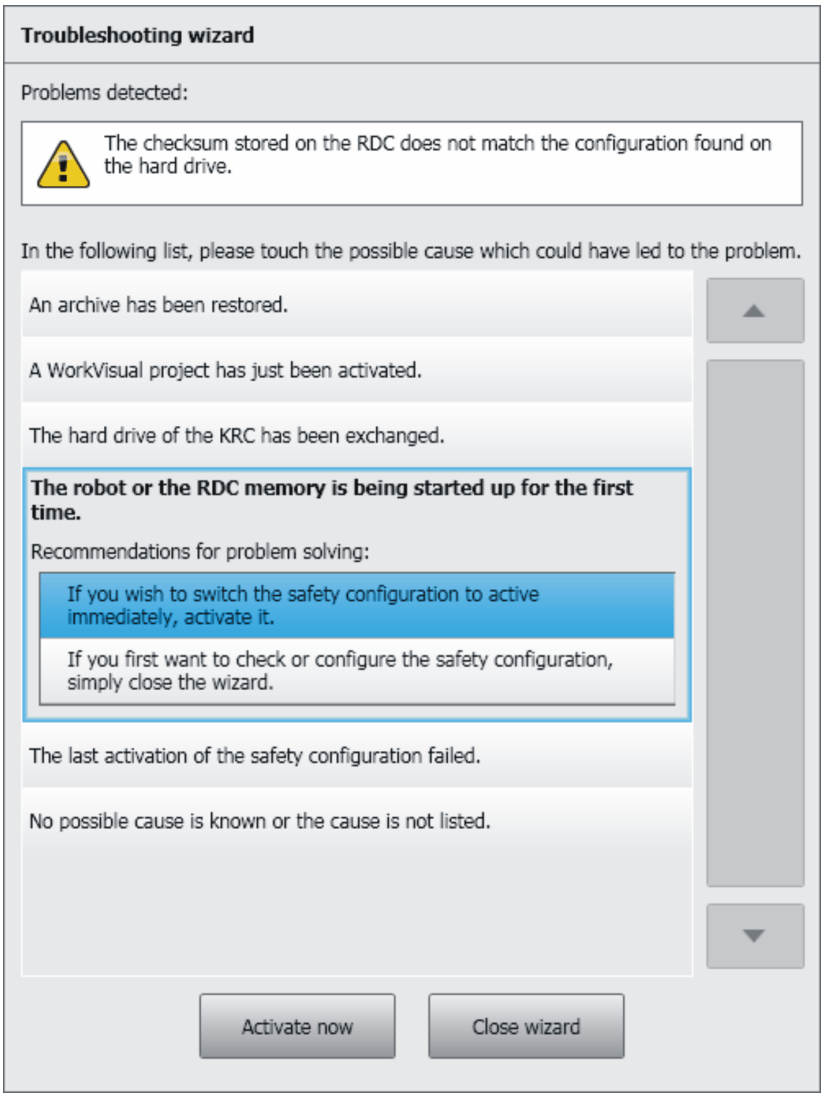

Fig. 5-4: Troubleshooting wizard
- An overview of possible causes of errors is displayed in the window **Troubleshooting wizard**. (>>> *Fig. 5-4*)